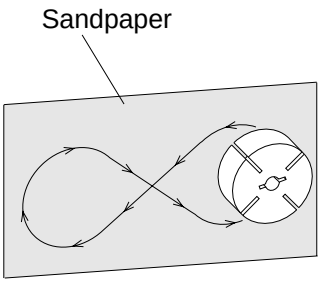

***Figure 34 - Sanding Rotor***
14. Place fine grade sandpaper (600 grit) on flat surface. Sand rotor lightly in “figure 8” motion four times (see Figure 34).